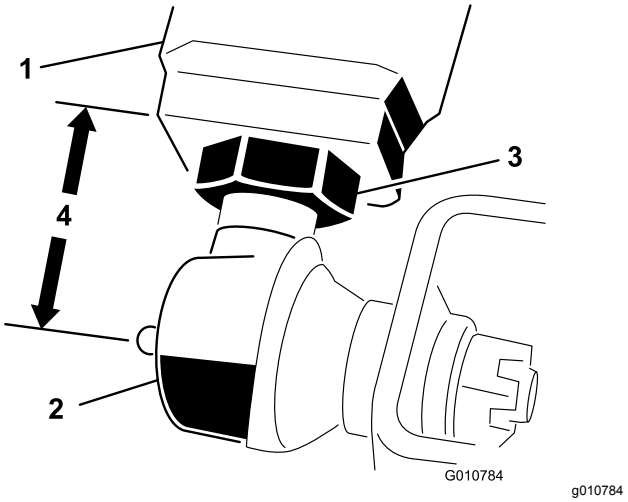

Figur 6
2. Mål avstanden fra enden av hver løftearm til midten av kuleleddet (smørenippel). Avstanden bør være 57 mm (Figur 6).